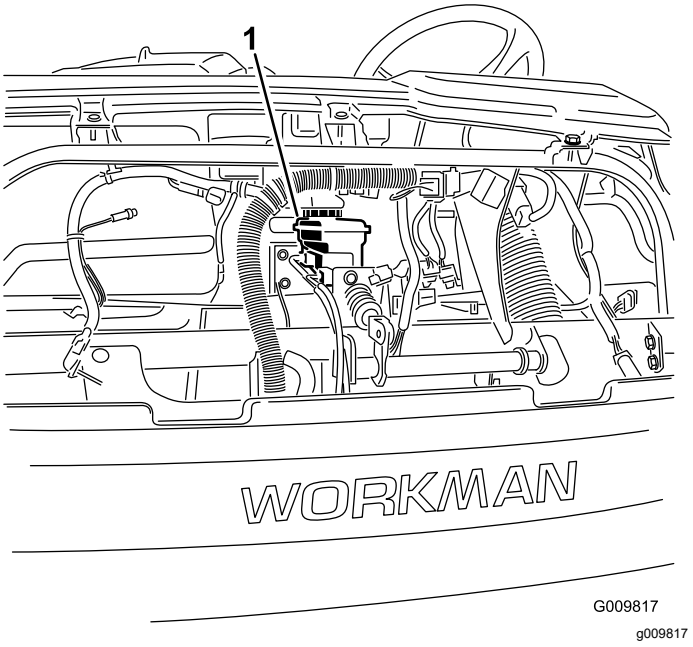

Bild 54
4. Öffnen Sie die Motorhaube, um an den Hauptbremszylinder und den Behälter zu gelangen (Bild 54).